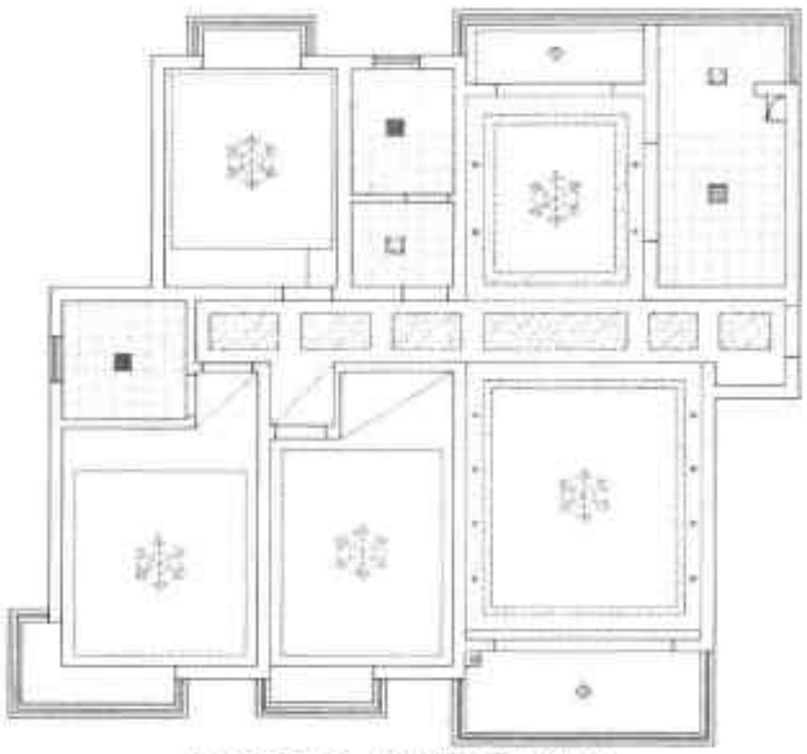

图19-78 绘制辅助斜线
Step 25 执行“直线”命令，绘制卧室和书房区域的辅助线，如图 19-78 所示。